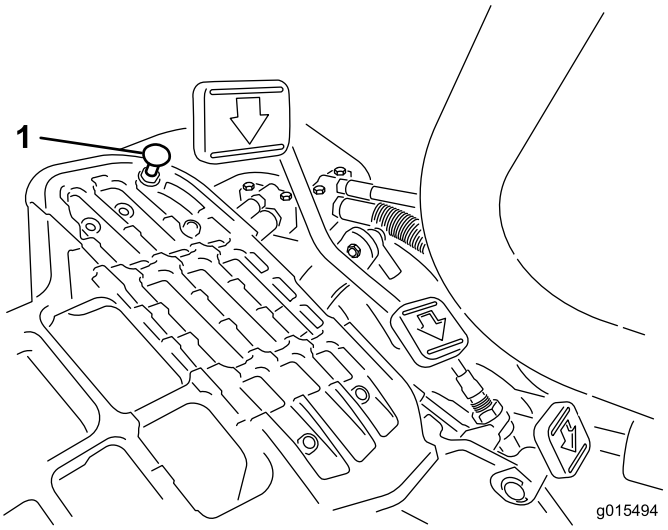

**Figuur 48**
Om de maximale transportsnelheid te verkrijgen, moet u de schakelhendel in de transportstand zetten en het tractiepedaal intrappen. Als het pedaal contact maakt met de pedaalaanslag (Figuur 48) voordat u spanning op de kabel voelt, is afstelling vereist:
1. Zet de schakelhendel in de transportstand en draai de borgmoer los waarmee de pedaalaanslag is bevestigd aan de vloerplaat (Figuur 48).